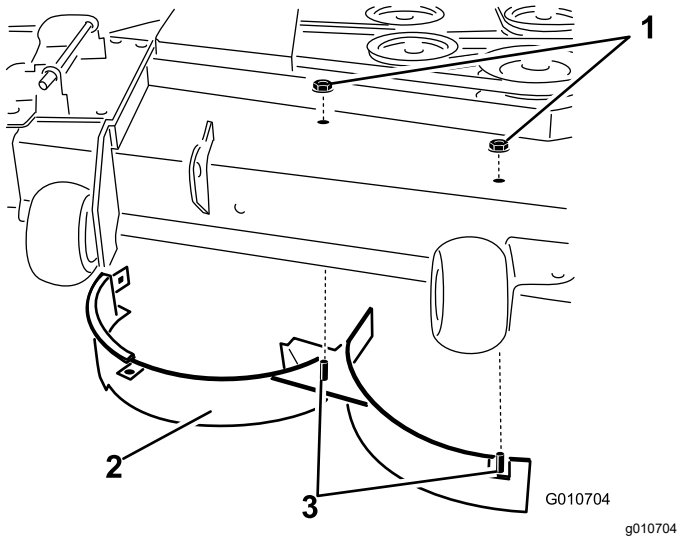

Rysunek 15
8. Odkręć 2 nakrętki zabezpieczające (5/16 cala) znajdujące się na środkowej i prawej pozycji na kołkach prawej przegrody u góry podwozia kosiarki (Rysunek 15).